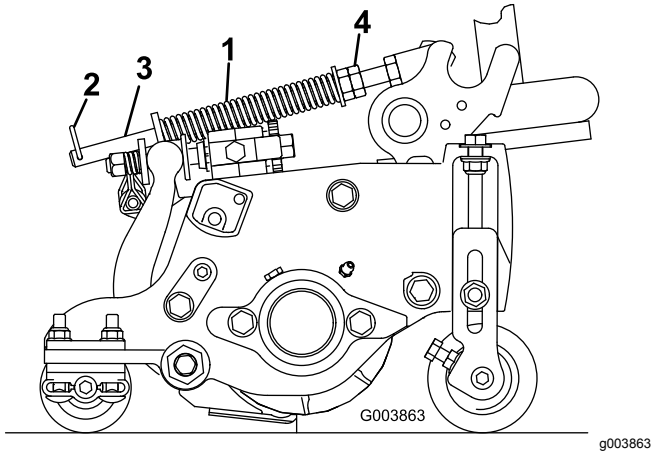

Figure 15
Le ressort de compensation (Figure 15) transfère le poids du rouleau avant au rouleau arrière. Cela évite la formation d'ondulations à la surface de la pelouse.
1. Vérifiez que la goupille fendue est insérée dans le trou de la tige de ressort (Figure 15).
2. Serrez les écrous hexagonaux à l'extrémité avant de la tige de ressort jusqu'à ce que la longueur du ressort comprimé soit égale à 15,9 cm (Figure 15).